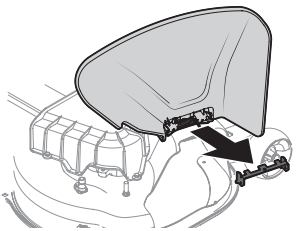

Fig. 10
2. Holding the chute deflector fully upward, remove the stop bracket. Lower the chute deflector and discard the stop bracket (Fig. 10).